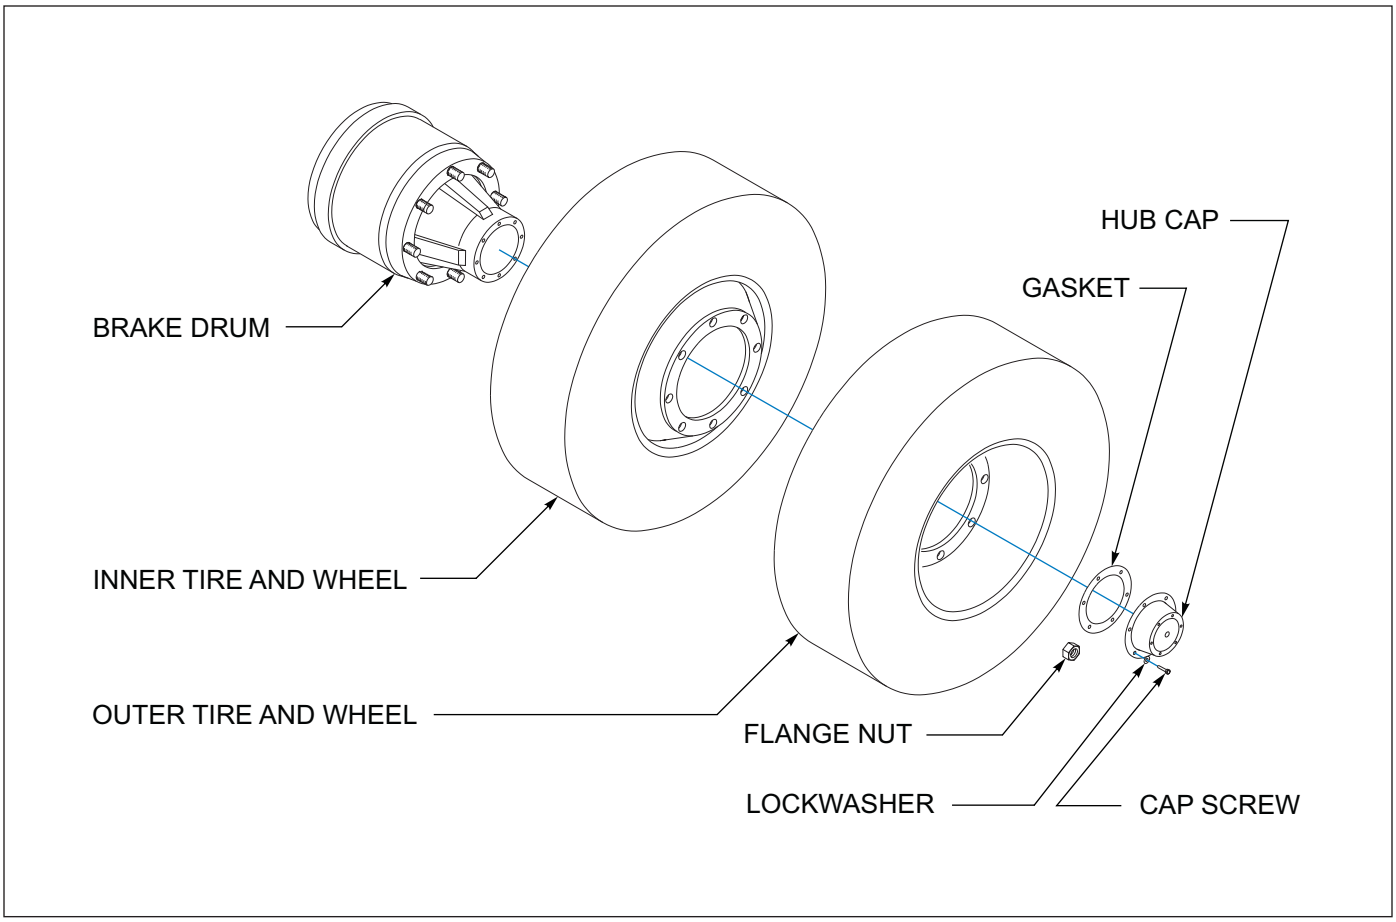

Figure 4-17: Mounting Tires and Wheels
1. Make sure that all mounting surfaces are clean and free of rust, dirt or paint. A wire brush may be used to clean these surfaces (***See Figure 4-17.***)